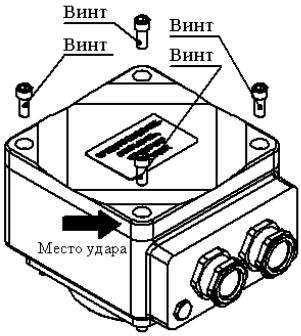

Рисунок 2 - Демонтаж крышки коробки выводов
- вывернуть четыре винта 31 (см. рисунок 2);